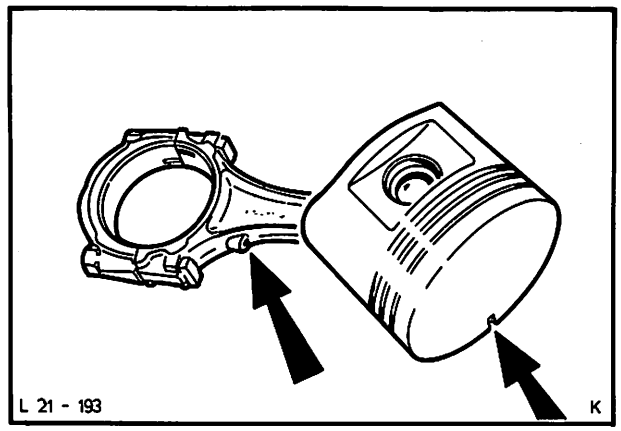

Abb. 293 Anordnung der Frontmarke und Spritzbohrung zueinander
4. Bei der Montage muß die „Frontmarke" auf dem Kolben und die Spritzbohrung im Pleuel wie gezeigt zueinander stehen, Abb. 293.